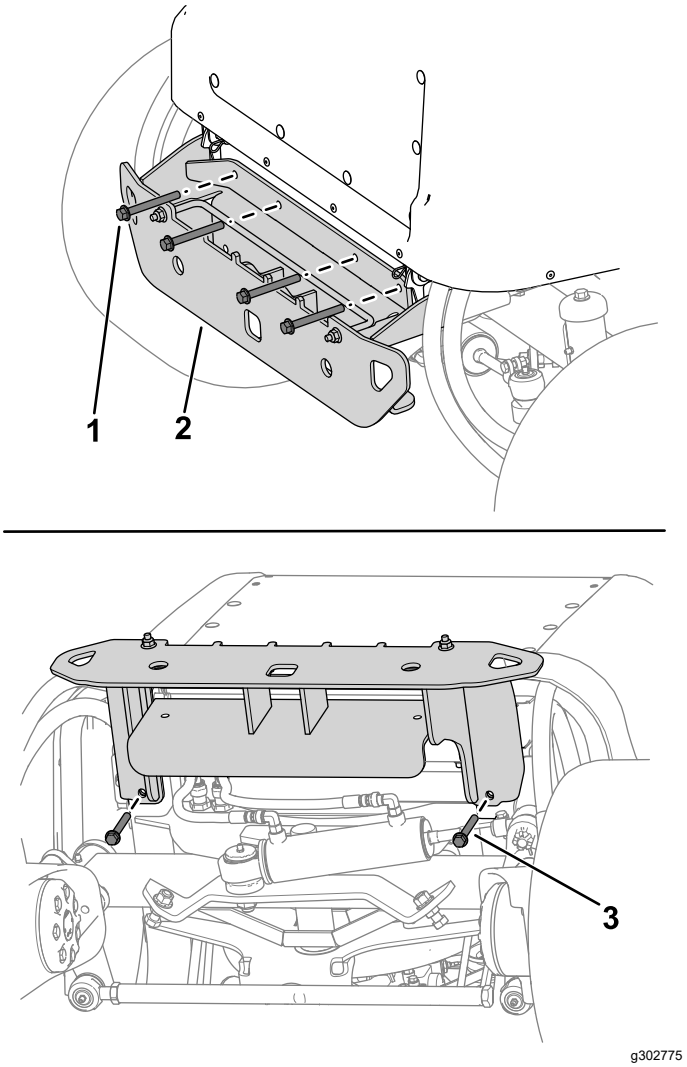

Figur 14
2. Fäst den övre delen av stötfångaren löst på maskinramen med fyra bultar (⅜ x 3 ¼ tum) och fyra muttrar (⅜ tum) enligt (Figur 14).
3. Fäst den övre delen av stötfångaren löst på maskinramen med två bultar (⅜ x 2 ¾ tum) och två muttrar (⅜ tum) enligt (Figur 14).